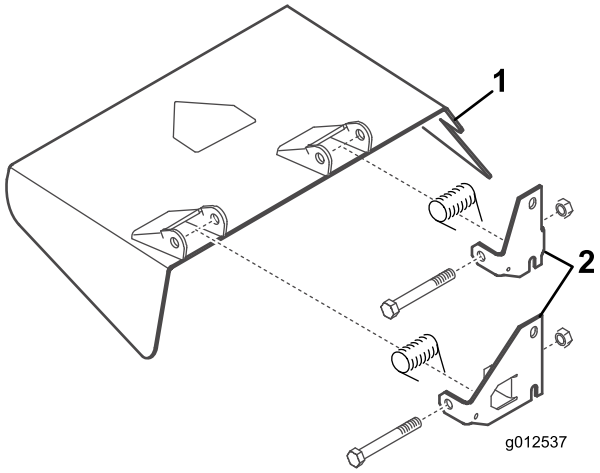

Figure 8
4. Using the bolts, locknuts, and springs previously removed, install the new pivot brackets to the deflector mounts (Figure 8). Do not over tighten the nuts because the brackets must be allowed to pivot. Save this assembly for side discharge operation.